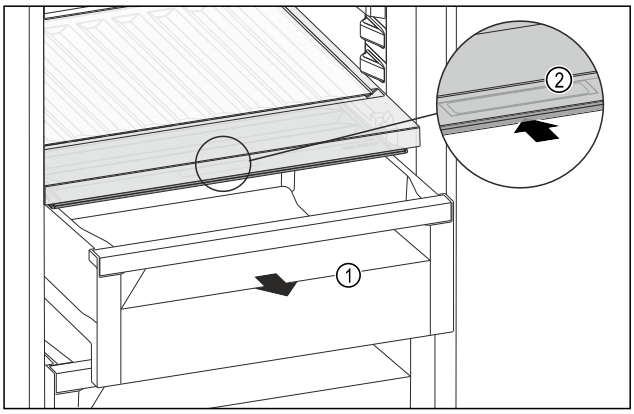

Fig. 128
▶ Extrageți sertarul *Fig. 128 (1)*.
▶ Prindeți mânerul încastrat *Fig. 128 (2)* de la capacul compartimentului și glisați concomitent capacul compartimentului spre partea posterioară.